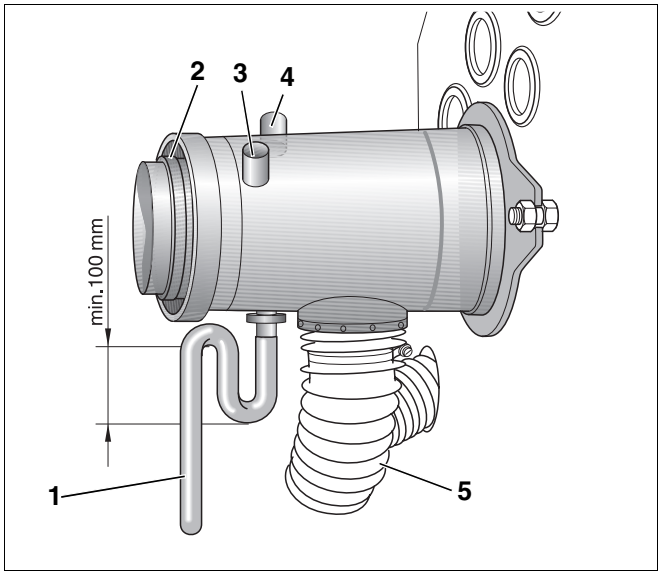
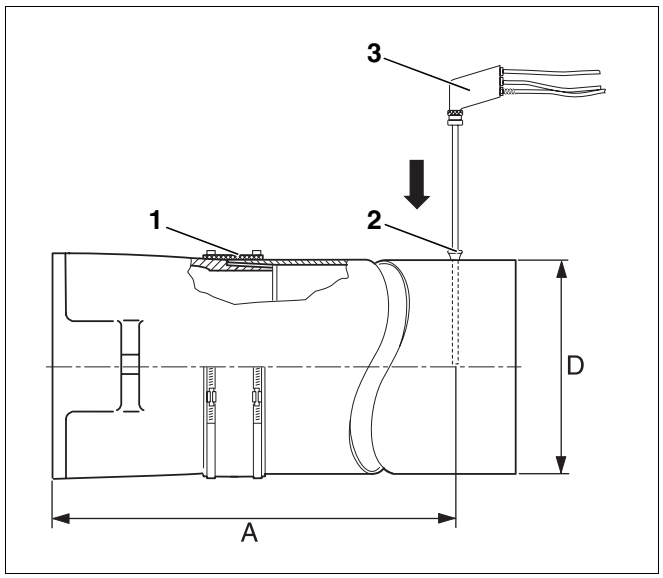

Fig. 14 Racor de conexión para aire y gas de escape
Fig. 15 Registro de los valores de medición
Las mediciones se llevan a cabo principalmente en la chimenea (fig. 15, página 19) o en el racor de conexión para aire y gas de escape (fig. 14).
El orificio de medición (abrazadera; fig. 15, **pos. 2**) debería colocarse a la distancia "A" (aprox. 2 × diámetro de la chimenea "D") del empalme del gas de escape (fig. 15). Si el sistema de gas de escape está conectado con un codo directamente después de la caldera, la medición deberá realizarse antes del codo.
Le recomendamos emplear un manguito de obturación para el tubo de gas de escape (fig. 15, **pos. 1**).
- Introduzca la sonda de medición (fig. 15, **pos. 3**) hasta el núcleo de la corriente (centro de la chimenea) del gas de escape (máxima temperatura del gas de escape).